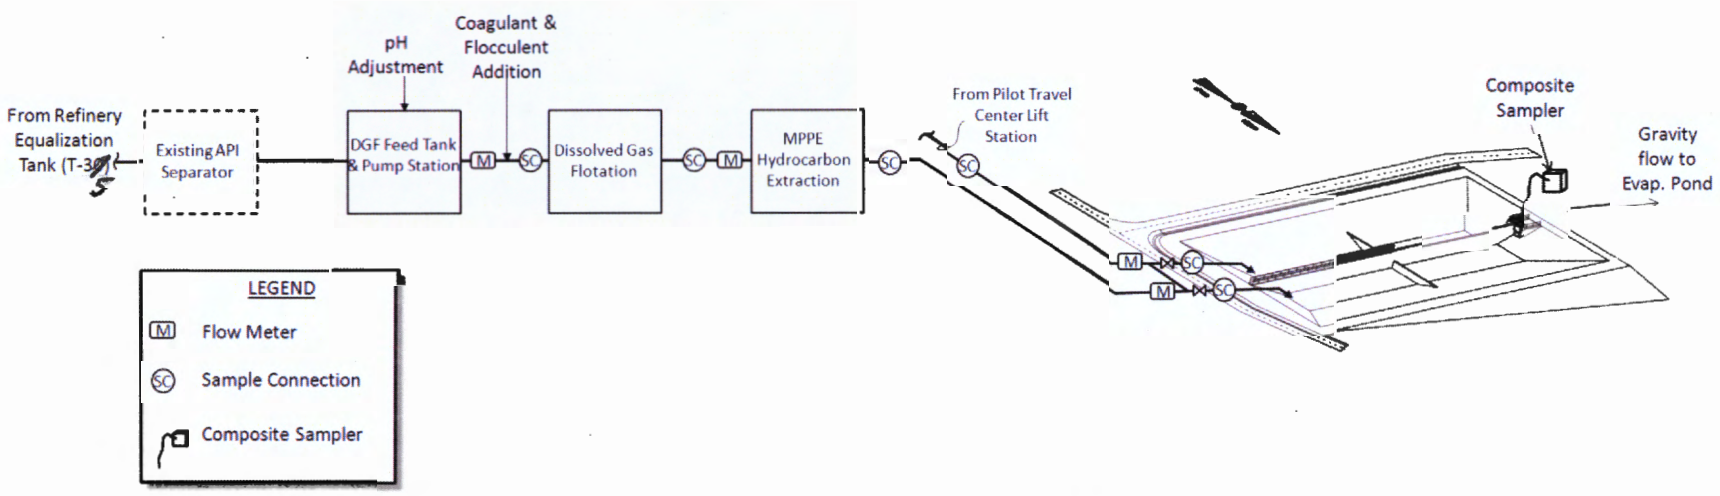

Figure 1: Flow Schematic Showing Locations of Flow Meters and Sampling Connections
2) The attached Figure 1 is a flow schematic showing the locations of flow measurement devices and sampling connections for the overall wastewater treatment facility. Flow measurements and sample connections are provided for the MPPE effluent and Pilot sanitary influent streams to STP-1, as well as at the effluent box as treated effluent flows from STP-1 to the downstream Evaporation Ponds. In addition, other process oriented sampling points are provided to confirm proper operation of the upstream DGF and MPPE treatment units.